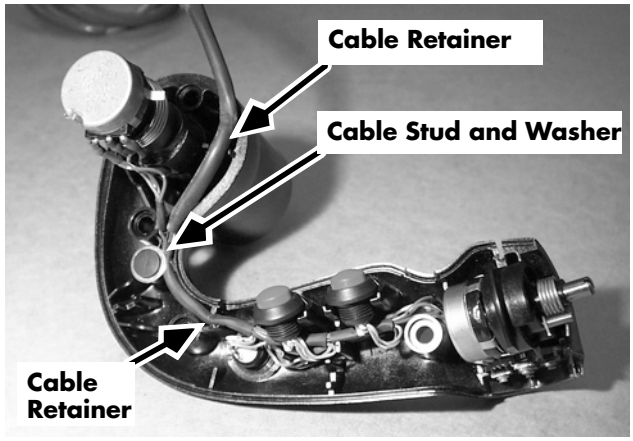

Figure 7-40: Control Handle Cable Routing (EZ,ES,ET,EF)
1. Check the wires and cables for proper routing. Ensure that the cable stud and washer are in place. See Figure 7-40.